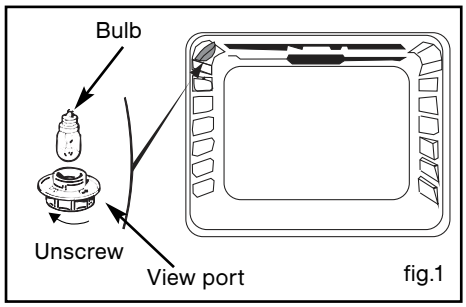

fig.1
b) Unscrew the view port (fig.1).